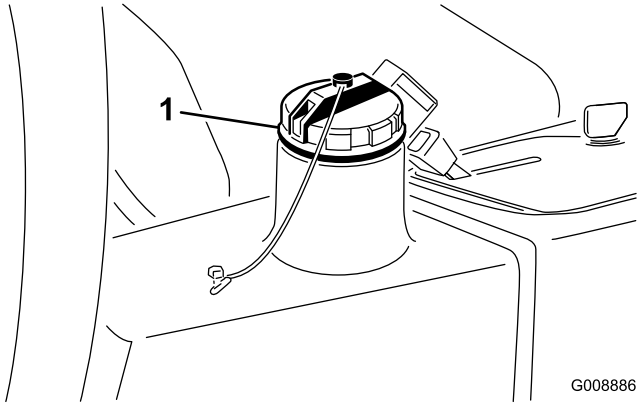

**Figur 74**
4. Fyll beholderen (Figur 74) med omtrent 13,2 liter hydraulisk olje. Se Kontrollere det hydrauliske systemet.